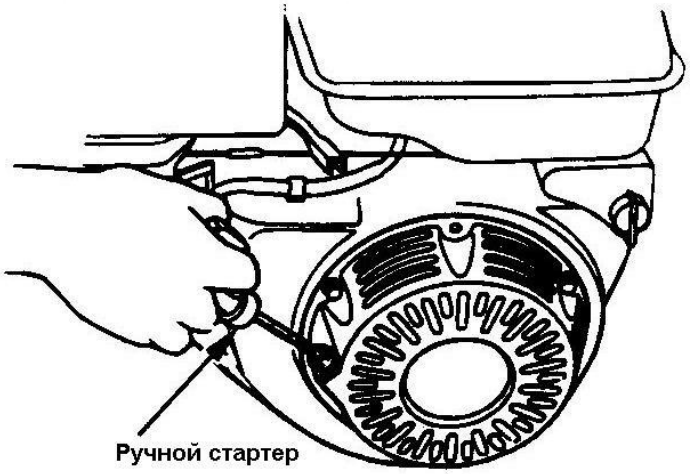

Рисунок 7 – Запуск двигателя ручным стартером
- плавно потяните рукоятку ручного стартера на себя, пока не почувствуете сопротивление, затем резко дерните (рисунок 7), верните рукоятку в исходное положение.